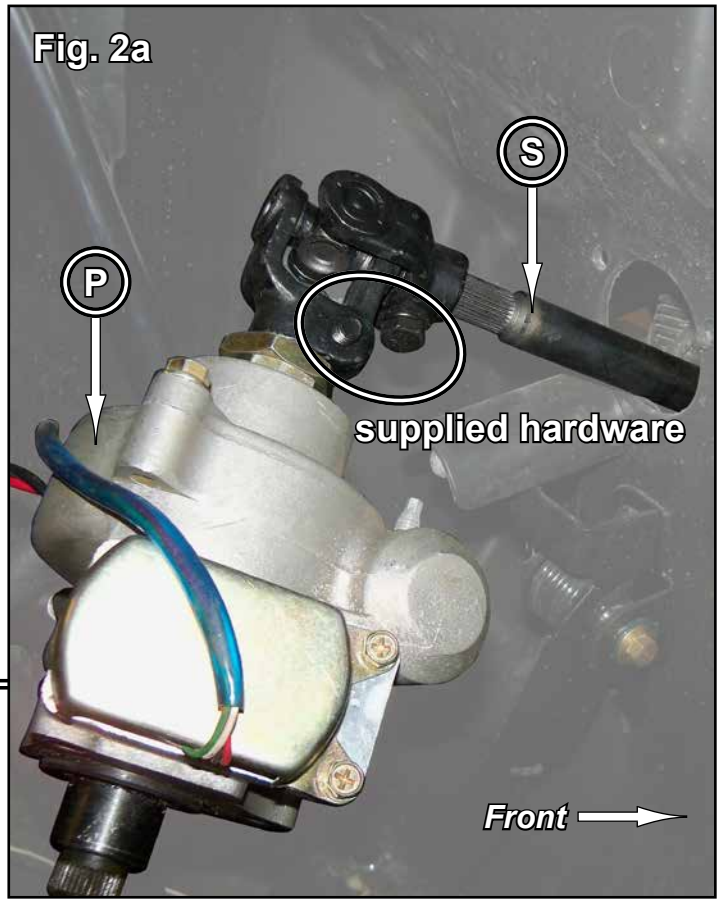

Fig. 3
3. Install Motor Mount (A) to Motor (P) with M8-1.25 x 20mm Lg. FHCS. See Fig. 3.